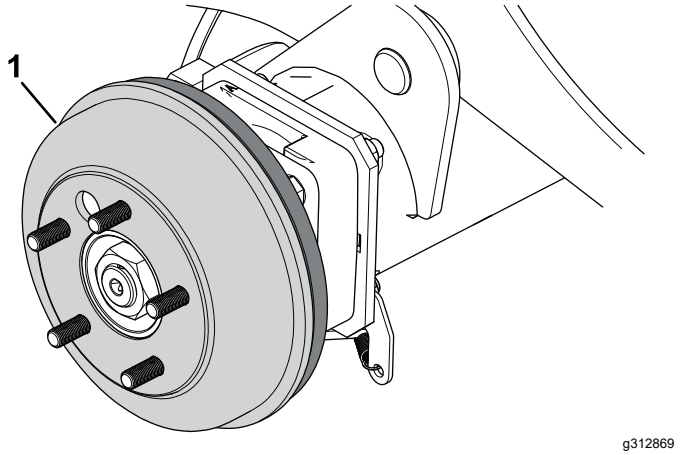

Figuur 75
4. Verwijder de remtrommels (Figuur 75) manueel.